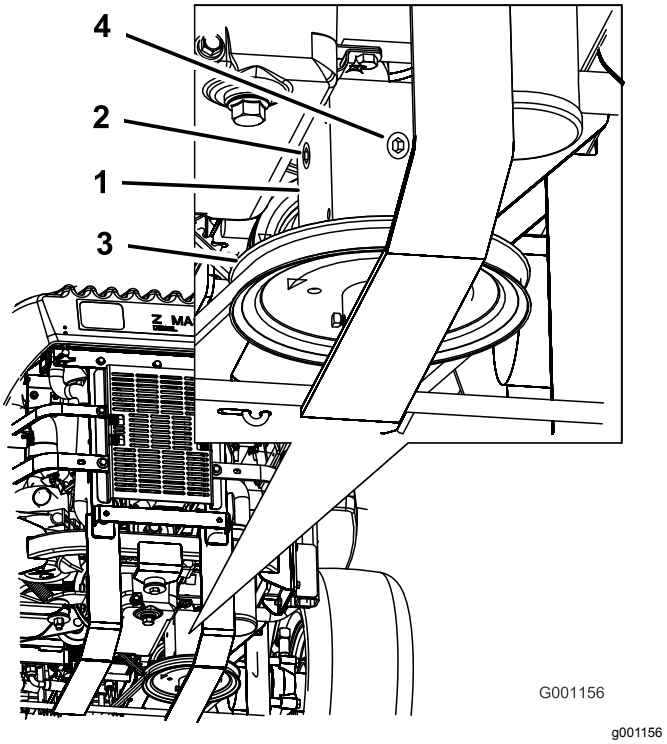

Rysunek 74
4. Odkręć boczny lub tylny korek skrzyni biegów (Rysunek 74).